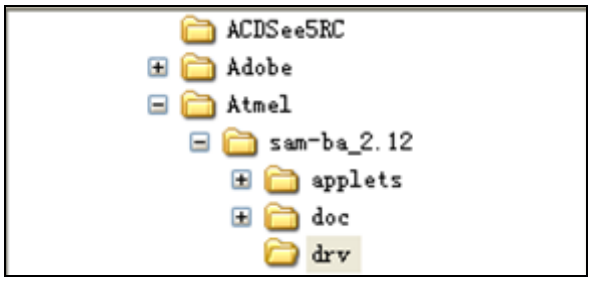

Figure 3-2
(1) Connect Board to PC (Please follow steps sequentially), Specific steps are as follows:
① Switch development board to 5 v (power off-position)
② Connect to PC and board through mini-USB
③ Disconnect JP1, JP2 and hold CS_BOOT button, At the same time switch development board to USB_5V. If first time the PC opportunities prompt to install board driver, Select SAM-BA installation directory under the relevant position shown in figure 3-2: